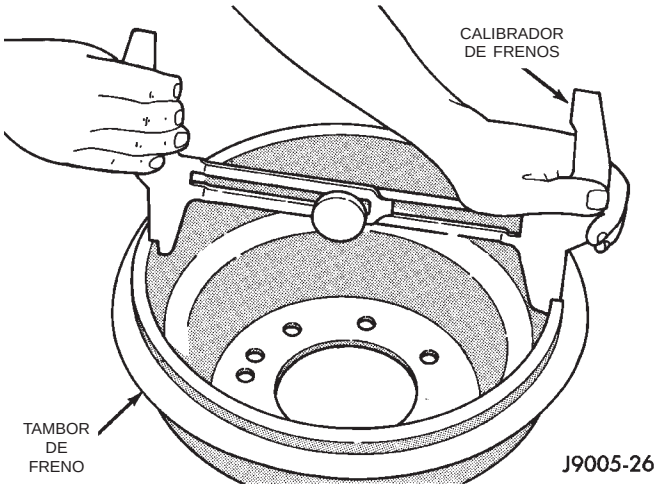

Fig. 58 Ajuste del calibrador en el tambor
(1) Asegúrese de que los frenos de estacionamiento estén totalmente desenganchados.
(2) Eleve la parte trasera del vehículo y retire las ruedas y los tambores de freno.
(3) Verifique que los cables y la palancas del ajustador automático derecho e izquierdo estén correctamente conectados.
(4) Inserte el calibrador de frenos en el tambor. Expanda el calibrador hasta que las patas internas toquen la superficie de frenado del tambor. Cierre entonces el calibrador en esa posición (Fig. 58).